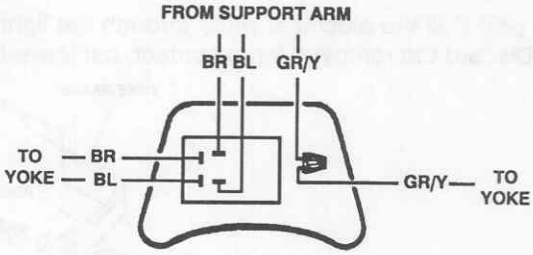

Figure 3-44. Electrical color-coded wiring.
(16) Ensure that the electrical, color-coded wiring and connectors match with the illustration in figure 3-44.
Ensure that the wiring matches with the illustration in figure 3-44.